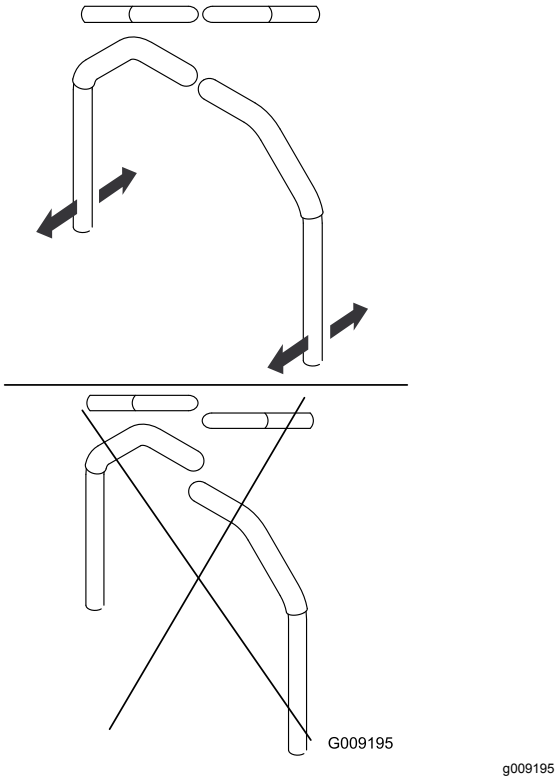

**Figur 60**
3. Juster håndtagenes position på langs ved at sætte dem sammen i neutral position og skubbe til dem, indtil de er placeret korrekt (Figur 60).